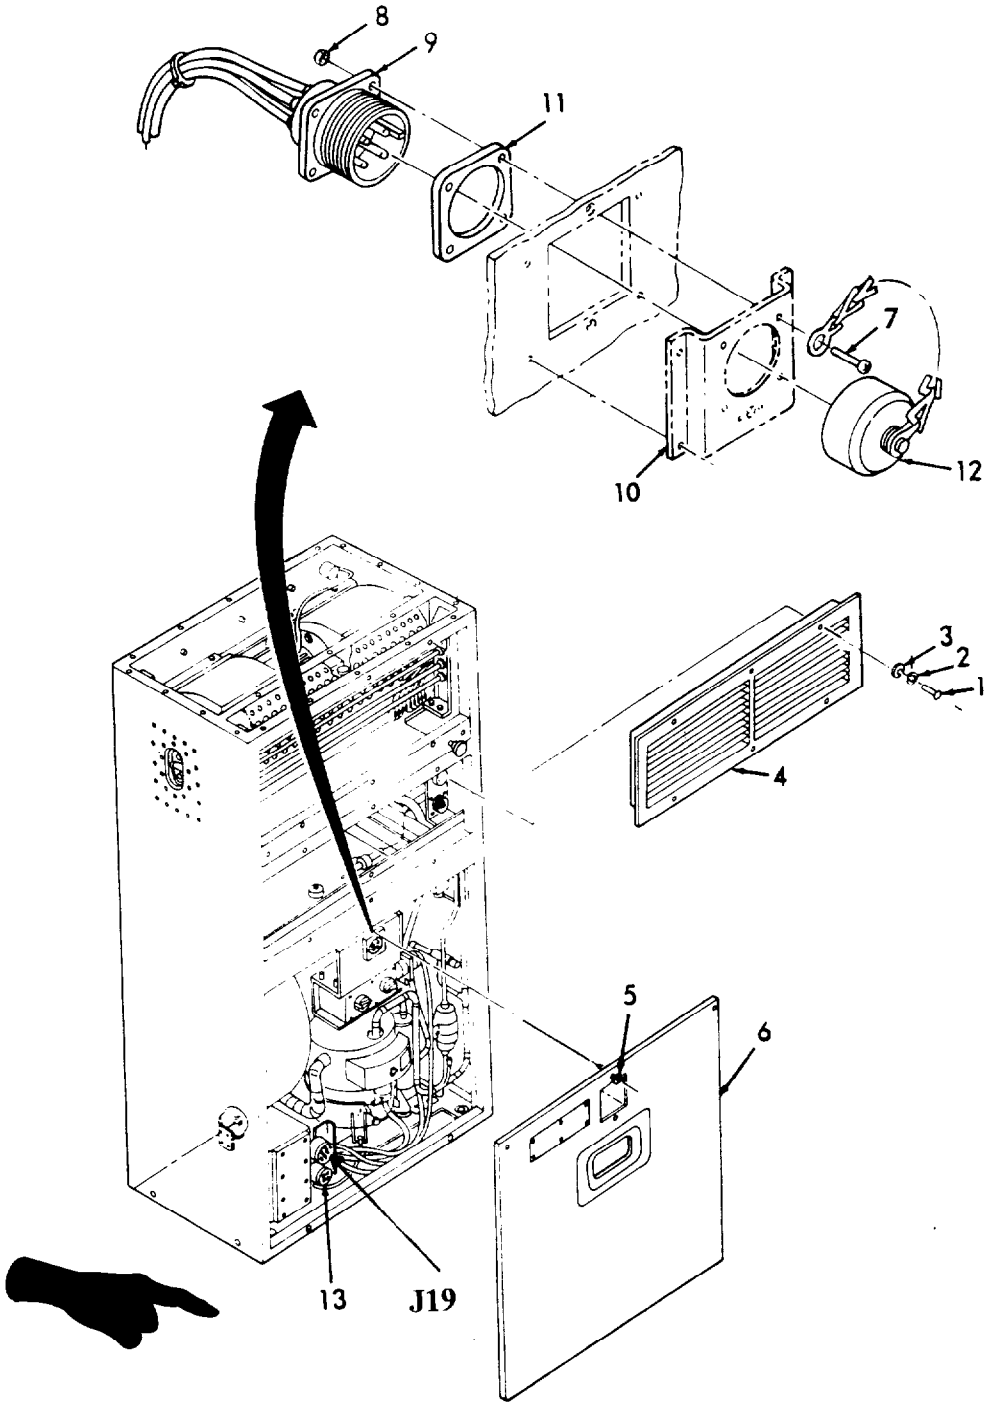

Figure 4–2. Cable Connections Through Return (Conditioned Air Intake) Duct.
Fabrication of interconnecting remote control cable described in paragraph 4–7p will apply except that it will be connected to the J20 connector on the unit in place of the J8 connector on block off. (J8 is on Figure 4–1 and J20 is on Figure 5–1)
(2) Remove plastic dust cap from connectors J20. Store cap in a safe place for possible future use.
(3) Connect P8 connector and harness to J19 connector and harness. (P8 is on Figure 4–1)
f. Reinstall lower front panel (6).